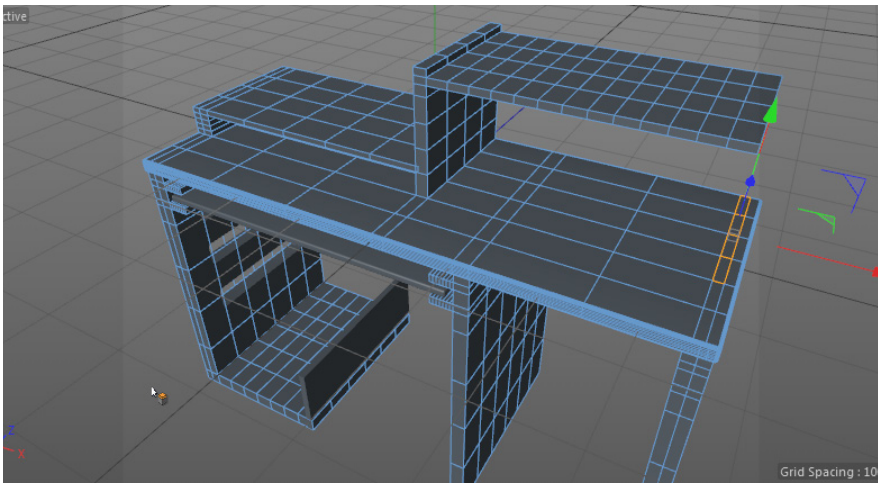

Figure 3-108 *The selected polygons of Computer table*
8. Make sure the polygon mode is activated. Choose the **Live Selection** tool from the Command Palette and make sure that the **Visible Only** check box is selected. Now, select the four polygons of *Computer table*, as shown in Figure 3-108.